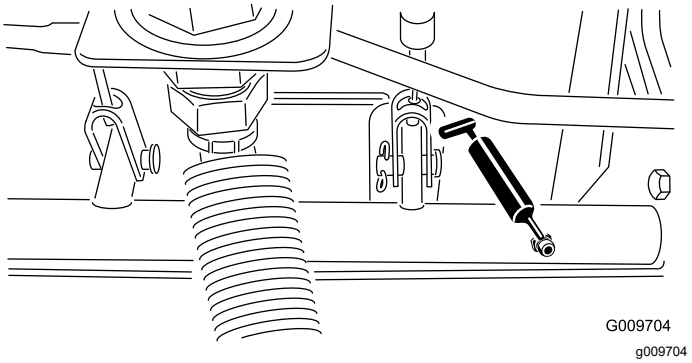

**Рисунок 79**
- Шарнирные опоры вала тормоза (5 шт.) (Рисунок 79)